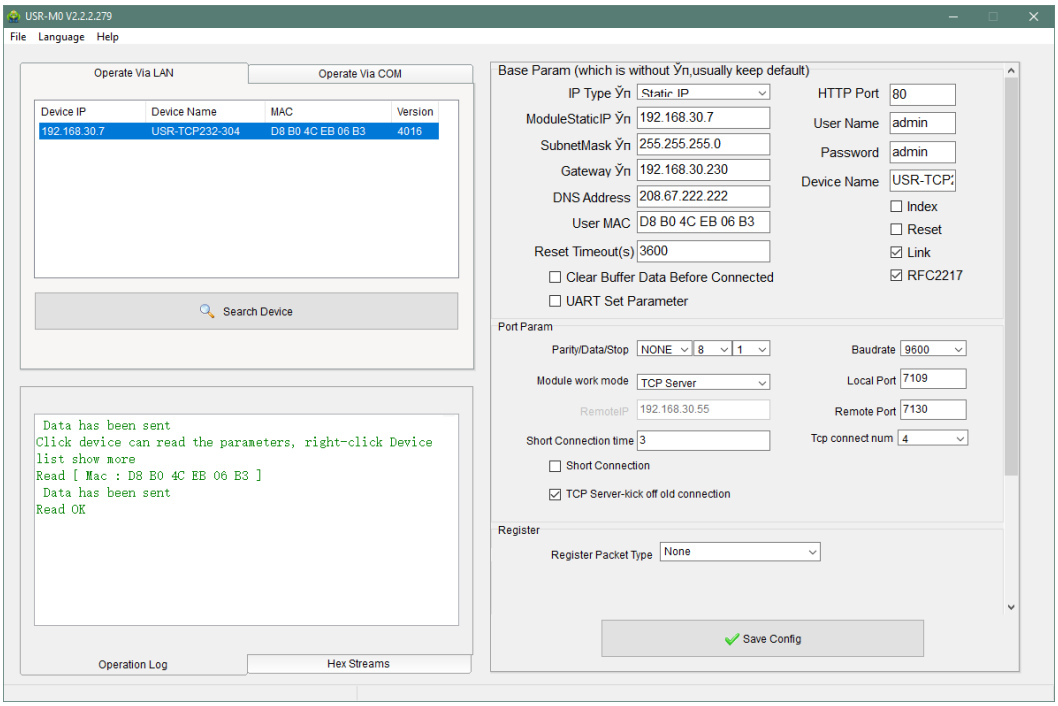

Рисунок 5.3.
5. Навести курсор на подключенное устройство. Справа появится окно для установки параметров конфигурации, приведенное на рис.5.3.